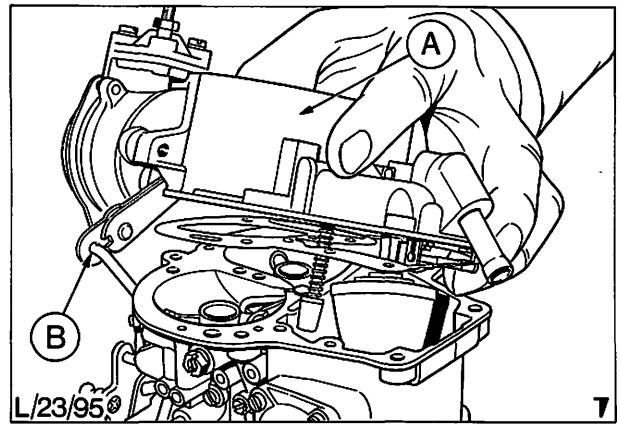

Abb. 76 Vergaserdeckel abheben
6. Schrauben (5) entfernen, Verbindungsstange aushängen und Vergaserdeckel abheben, Abb. 76.